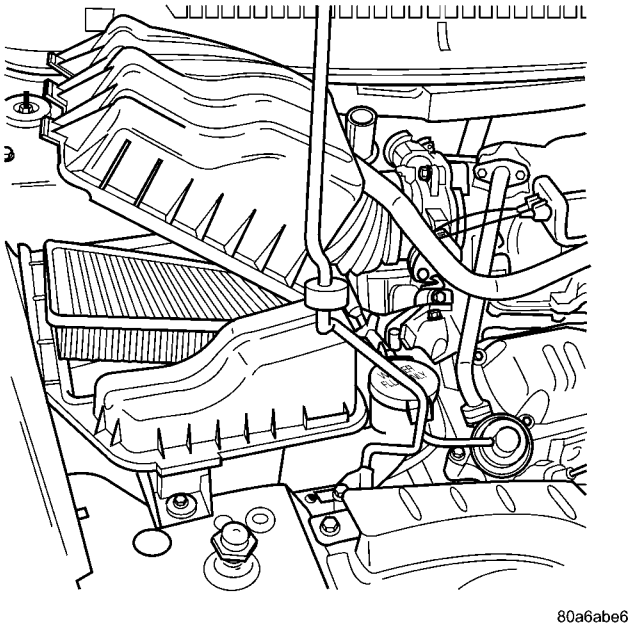

Fig. 11 Air Box Cover
(1) Unsnap 2 clips.
(2) Lift cover and pull toward the engine and remove cover tabs from air box.
(3) Lift cover and remove the element (Fig. 11).
(1) Install the air filter element into air box (Fig. 11).
(2) Move cover so that the tabs insert into the air box.
(3) Push cover down and snap the 2 clips.
(3) Remove the inlet hose to throttle body (Fig. 11).
(4) Remove the bolt for air box at upper radiator cross member.
(5) Pull air box up and off over the single locating pin.
(6) Remove air box from vehicle